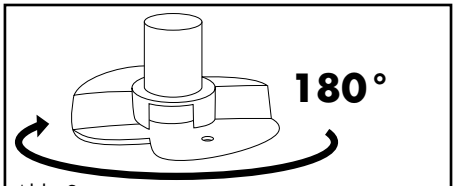
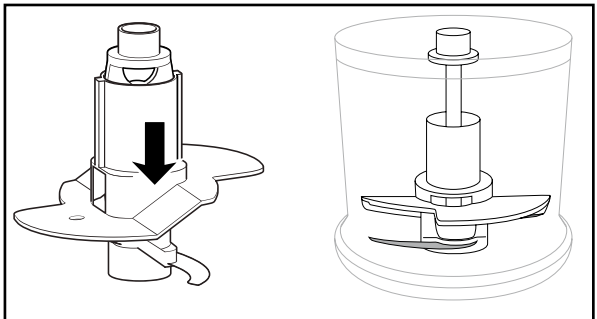

Abb. 2
Abb. 3
– Für 200 ml Sahne drehen Sie den Quirlaufsatz ⓫ horizontal um 180° (Abb.2), so dass dieser nur noch auf einem Messer ❼ aufliegt und einrastet (Abb.3). Er pflügt dann höher durch die Sahne: